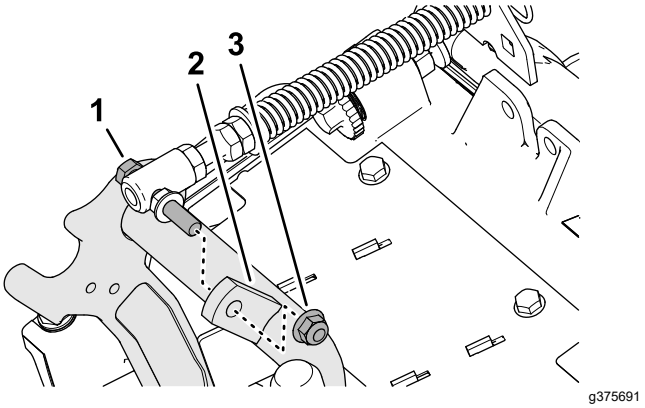

Figur 12
3. Ta bort flänslåsmuttern (⅜ tum) som håller fast gräsutjämningsfjäderns huvudskruv på bärramens högra flik och ta bort utjämningsfjädern från klippenheten (Figur 12).